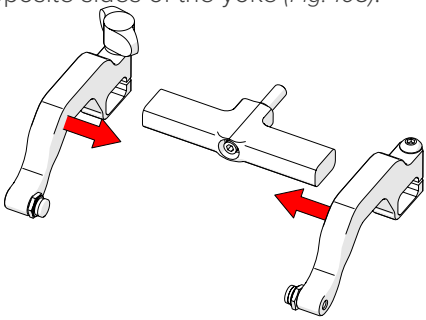

Fig. 110 - Place arms back onto yoke
6. Place the probe holder arms on the yoke and tighten the arm clamp screw and probe holder adjustment knob *(Fig. 110)*.